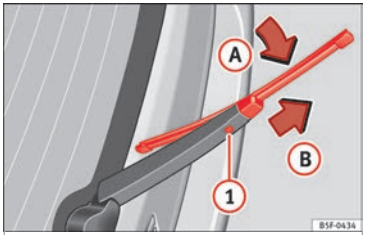

Afb. 79 Ruitenwisserblad van achterruit vervangen.
- Klap het wisserblad omhoog in de richting van de ruitenwisserarm ››› **afb. 79** (pijl (A)).
- Houd de ontgrendelknop ››› **afb. 79** (1) ingedrukt en trek het ruitenwisserblad in de richting van de pijl (B). U moet waarschijnlijk veel kracht gebruiken.
- Steek een nieuw wisserblad **van dezelfde lengte en uitvoering** in de ruitenwisserarm achter, in tegenovergestelde richting van de pijl ››› **afb. 79** (B) tot de wisserblad vastklikt. Hiervoor moet het wisserblad in de teruggetrokken stand staan (pijl (A)).